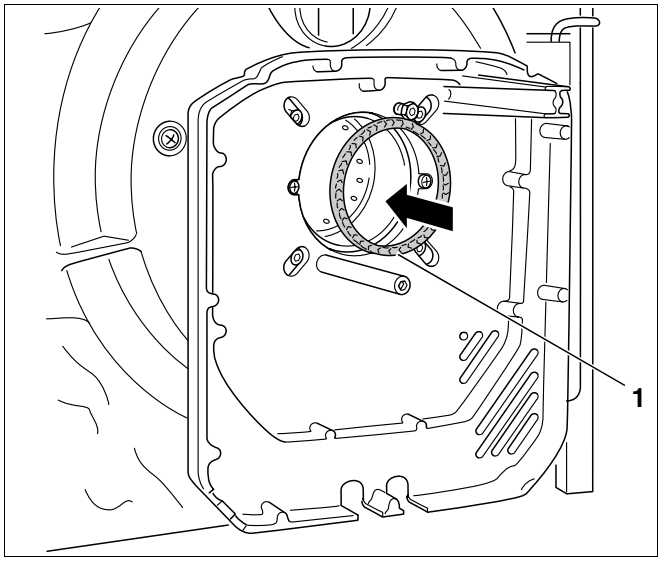
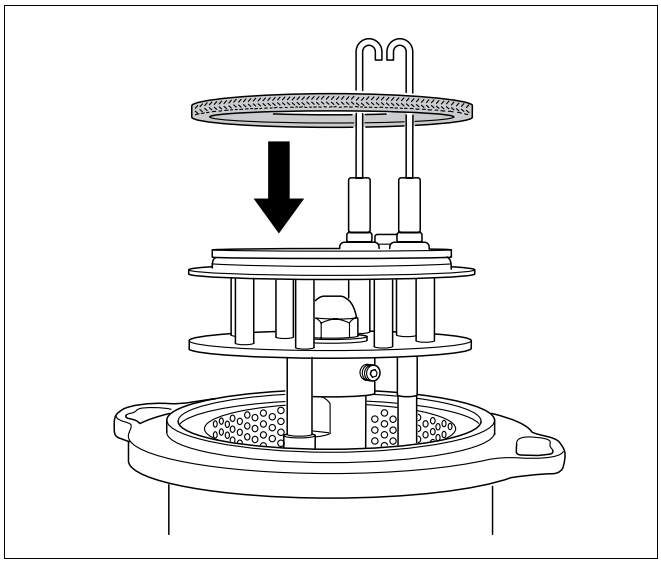

Fig. 22 Utilizzo della guarnizione per i tipi di bruciatore 17 - 45
Fig. 23 Utilizzo della guarnizione per i tipi di bruciatore 55 - 70
- Per i tipi di bruciatore 17 - 45 la guarnizione (fig. 22, **pos. 1**) viene montata nel boccaglio.
- Per i tipi di bruciatore 55 - 70 la guarnizione viene montata innanzitutto sul sistema di miscelazione (fig. 23).
Infine controllare la posizione corretta della guarnizione che si trova tra il sistema di miscelazione e il boccaglio (fig. 22 e fig. 23).